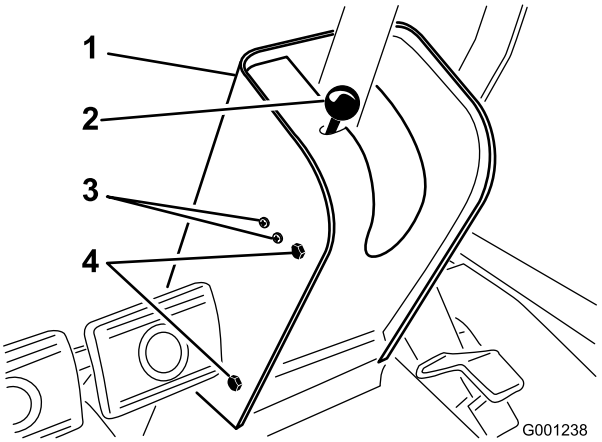

Figuur 61
2. Verwijder de knop van de parkeerremstang en de schroeven van de kap van de stuurkolom (Figuur 61).
4. Draai de schroeven en moeren los waarmee de parkeerremschakelaar is bevestigd aan de linkerzijde van de stuurkolom (Figuur 61).